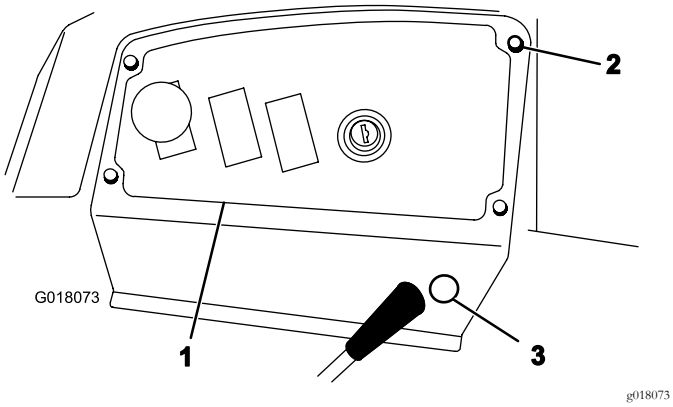

Figur 2
1. Fjern de fire tommeskruene som fester kontrollpanelplaten til maskinen (Figur 2).
6. Fjern utstøterpluggen fra siden av kontrollpanelplaten (Figur 2).